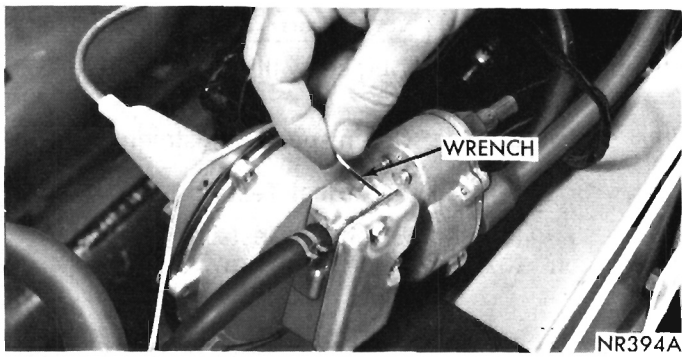

Fig. 3—Lock-in Screw Adjustment
There are three adjustment set screws in the servo housing (Figs. 3, 4 and 5). The adjustments of these set screws have been factory set and under normal conditions there should be no need for altering the factory setting during the life of the vehicle. These screws **should never be adjusted indiscriminately.** Need for adjustment can be determined only after accurate diagnosis of the Speed Control System operation. If adjustment is found to be necessary perform appropriate adjustment outlined in steps 1, 2 and 3; if screw is loose, stake side of servo housing adjacent to screw to insure snug fit.
(1) Lock-in Screw Adjustment (Fig. 3) controls the accuracy of the speed control unit. When the direction signal lever push button is depressed at speeds above approximately 30 M.P.H.; the speed control system is activated, the system "locks in" and should hold the vehicle at virtually the same speed at which it is traveling when the push button is depressed.